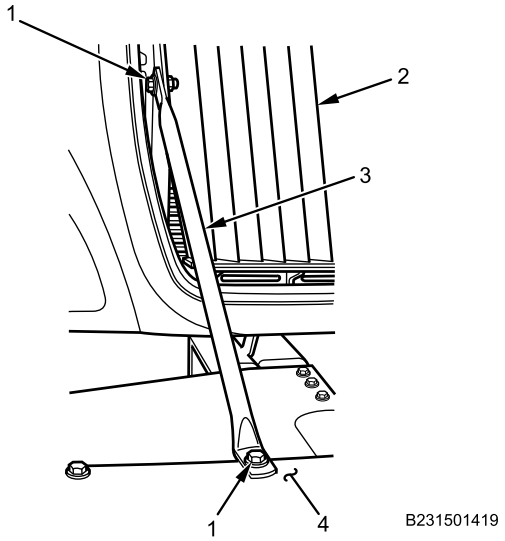

Figure 13. Right Side Armor Grille Support.
13. Install armor grille supports (Figure 13, Item 3) on armor grille (Figure 13, Item 2) and front bumper (Figure 13, Item 4) with four bolts (Figure 13, Item 1) and two nuts and tighten securely.